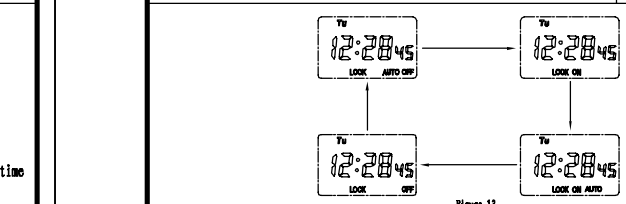

Figure 13
6.3 After locking the switch, press "MD" and "△" at the same time to switch manual/automatic status. Continuously press them together, the screen will show "AUTO OFF", "ON", "ON AUTO" and "OFF" successively, see Figure 13. When the circuit shall be on and off temporarily in the process of operation, the combination buttons can be used to adjust the switch to ON and OFF; if the time switch shall work automatically according to the set time, the combination button shall be used to adjust the switch to "ON AUTO", then the time switch may work as set, so as to achieve automatic control.